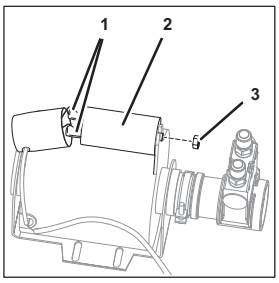

Fig. 94
2. Disconnect the plugs (Fig. 94/1) of the starting capacitor (Fig. 94/2).
3. Remove the fastening nut (Fig. 94/3) from the starting capacitor (Fig. 94/2).
4. Remove the starting capacitor (Fig. 94/2).
5. Position the new starting capacitor (Fig. 94/2) within the unit
6. Attach the starting capacitor (Fig. 94/2) using the fastening nut (Fig. 94/3).
7. Connect the plugs (Fig. 94/1) of the starting capacitor (Fig. 94/2).